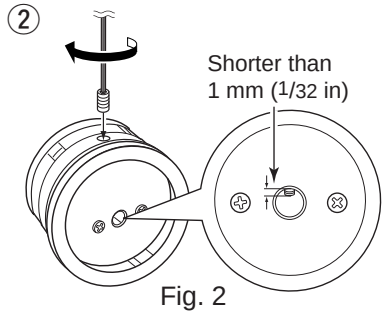

Fig. 2
② Insert the main dial set-screw into the screw hole of the main dial, then tighten the screw until the screw extends into the shaft hole out slightly using supplied hexagonal wrench (2 mm) (Fig. 2).